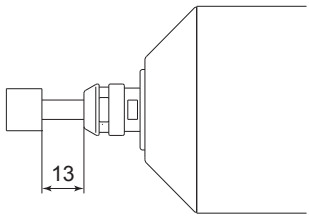

Fig. 8
① The proper surface speed for general grindstones is 10 - 30m / s.
② Do not exceed 13mm of overhang for mounted grindstones as shown in Fig. 8. If the overhang must exceed 13mm, reduce the Air Turbine Spindle rotation speed in accordance with Table. 3.
③ Dress the grindstone prior to use.
④ Do not use grindstones with bent or broken shanks, cracks or excessive run-out.
⑤ For grinding, the maximum depth of cut should not exceed 0.005mm radially or axially. Reciprocate the grindstone several times after each pass to eliminate grindstones tool pressure.
⑥ Keep the shank of the grindstone, collet and collet nut clean. If contaminants are left in the collet or collet nut, excessive run-out will cause damage to the grindstone and or Air Turbine Spindle.
⑦ Do not strike or disassemble the Air Turbine Spindle.
⑧ Always set the grindstone to minimize the amount of overhang. 13mm is the maximum amount of overhang to maintain high accuracy and safety.